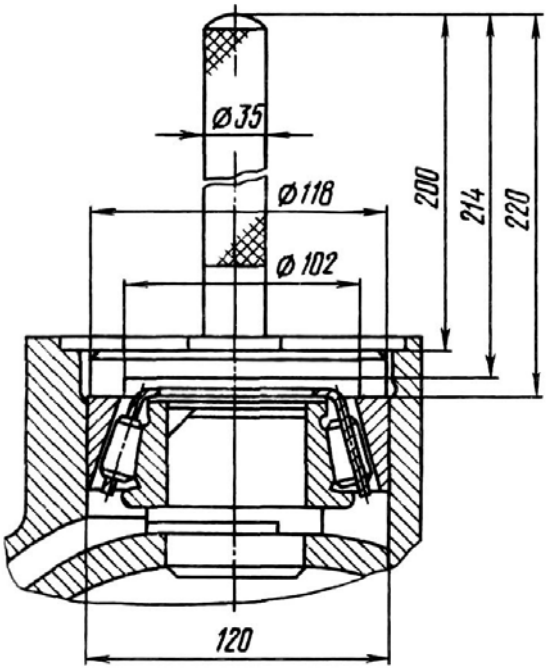

Рис.55. Запрессовка наружных колец подшипников в корпус поворотного кулака
10. Запрессуйте с помощью оправки (рис.55) поочередно наружные обоймы подшипников в корпус поворотного кулака.